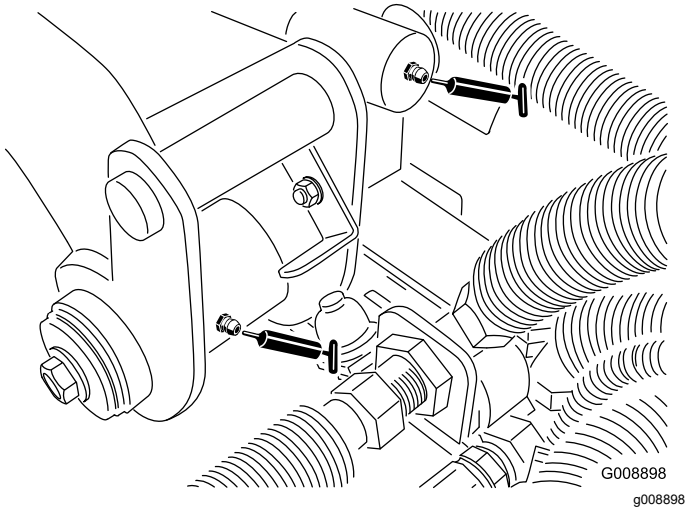

Figuur 49
- Draaipunt van achterste hefarm en hefcilinder (2) (Figuur 49)